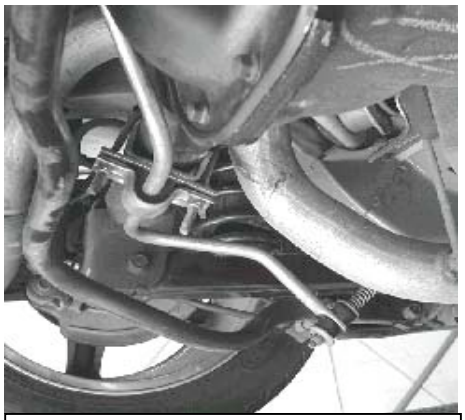

Figure 2
5) From the side, slide in the locking device, legs up, between the axle and the Backing Plate. See Figures 2 & 4. Rotate the U-bolts so they are pointing to the rear at a 10 to 15 degree angle, as shown in Figures 3 & 4. Snug up the nuts on the U-bolts but don't tighten yet.